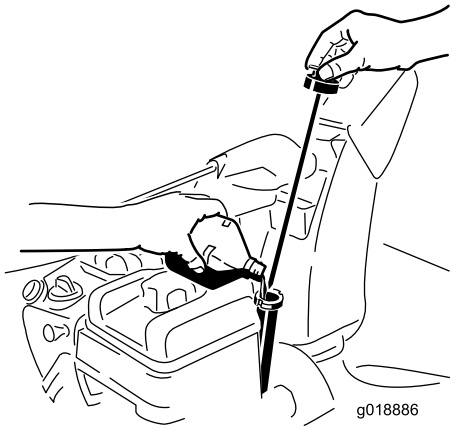

Bild 33
2. Nehmen Sie den Peilstab heraus und prüfen Sie den Ölstand (Bild 33). Füllen Sie Öl nach, wenn der Ölstand unter Auffüll-Marke am Peilstab steht. Siehe Auffüllen des Motors mit Öl.